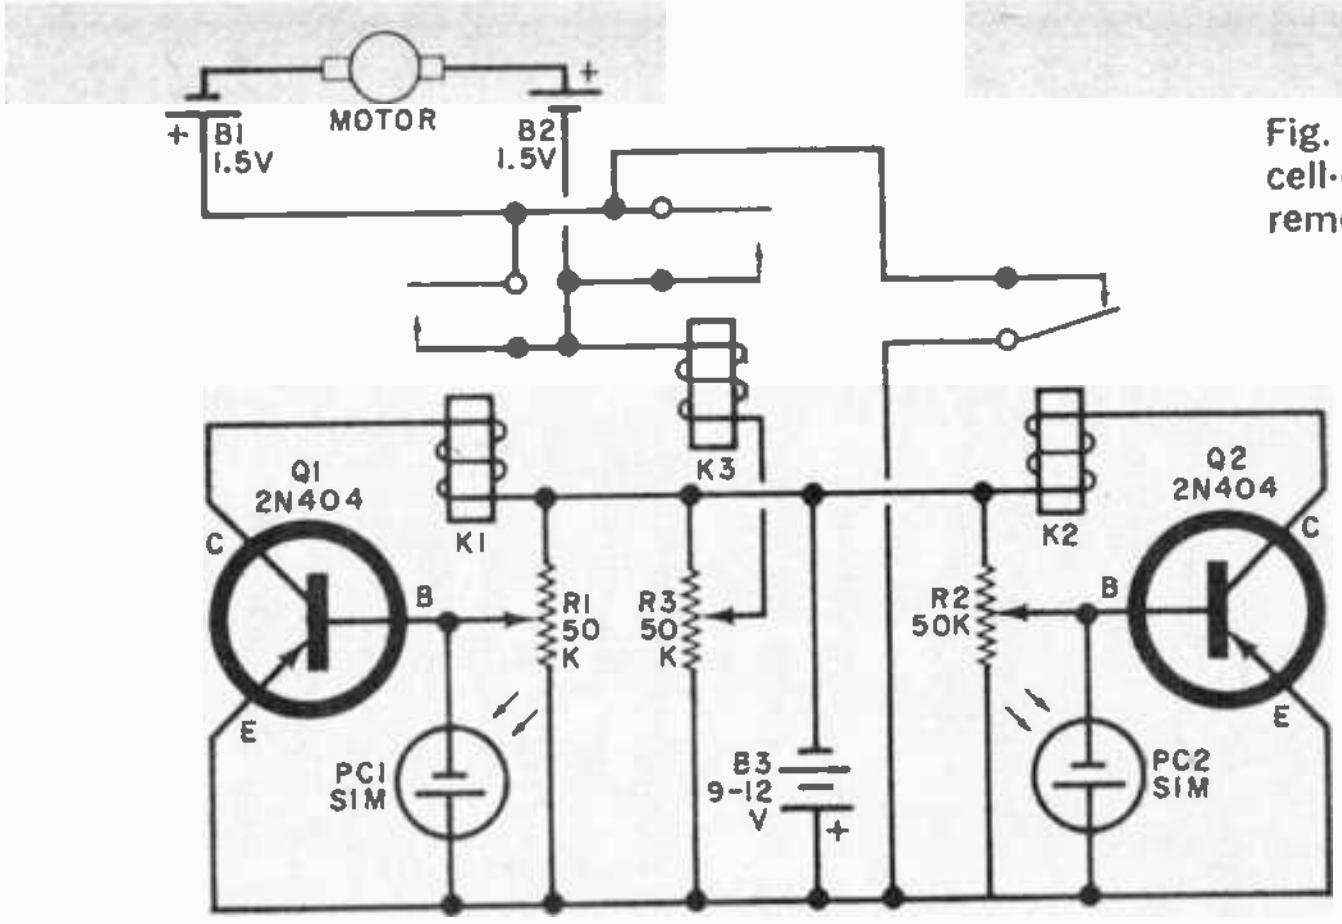

Fig. 1. Relays, operated by photo-cell-driven amplifiers, apply and remove power from the motor.
**How It Works.** Photocell *PC1* (see Fig. 1) is connected across the emitter/base junction of transistor *Q1*. Then when light strikes *PC1*, a slight voltage is generated which causes *Q1* to conduct. This, in turn, causes relay *K1* to be energized and power is applied to the motor. Simultaneously, *K3* is energized and latched in since its circuit is completed through the contacts of *K2*. (If the light beam is removed from *PC1*, relay *K1* will drop out.) The entire sequence takes place in just a few milliseconds, so just a quick flash of light on *PC1* is enough to operate the circuit.